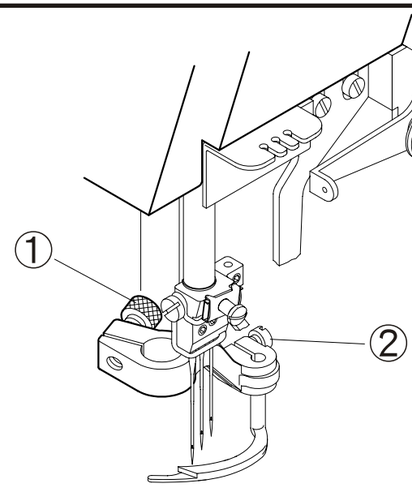

Fig. 17
4. Por favor afloje los tornillos 1 y 2. Además ajústelos a las posiciones correctamente como se menciona anteriormente. (Fig. 17)